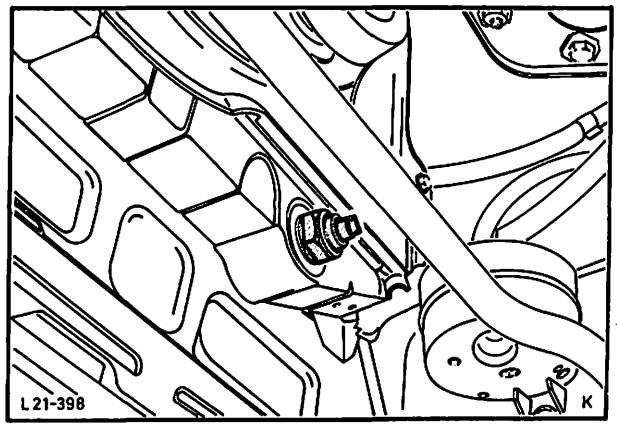

Abb. 31 Temperaturgeber am Kühler
30. Kühler mit Luftführung einsetzen und anschrauben. Kabel – Temperaturgeber, Abb. 31, und Schlauch – Ausgleichbehälter am Kühler anbringen.